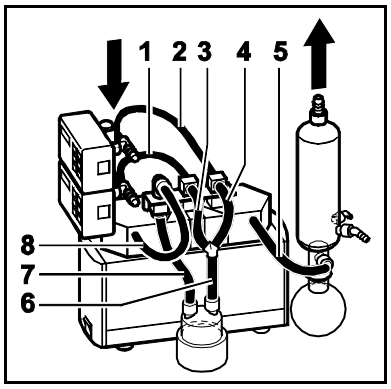

Abb. 19: Verschlauchung System SCC
5. Zwei zusätzliche Vakuumventile (6) in Nut des Querstativs schieben und durch Klemmverbindung fixieren.
6. System verschlauchen (Abb. 19).